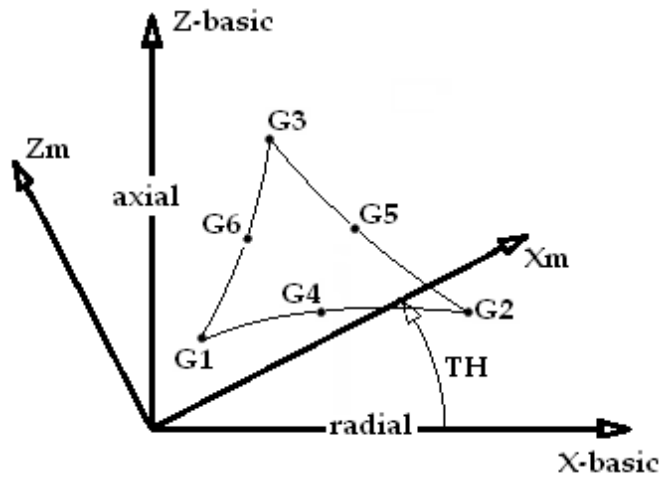

Figure 11-24. CCHOCK6 Element Geometry and Coordinate Systems, XZ-Plane
4. For orthotropic materials, the THETA angle orients the principal material coordinates of the element relative to the basic coordinates. Figures 11-24 and 11-25 show the positive sense of the THETA angle when the element is defined on the XZ-plane and XY-plane, respectively.